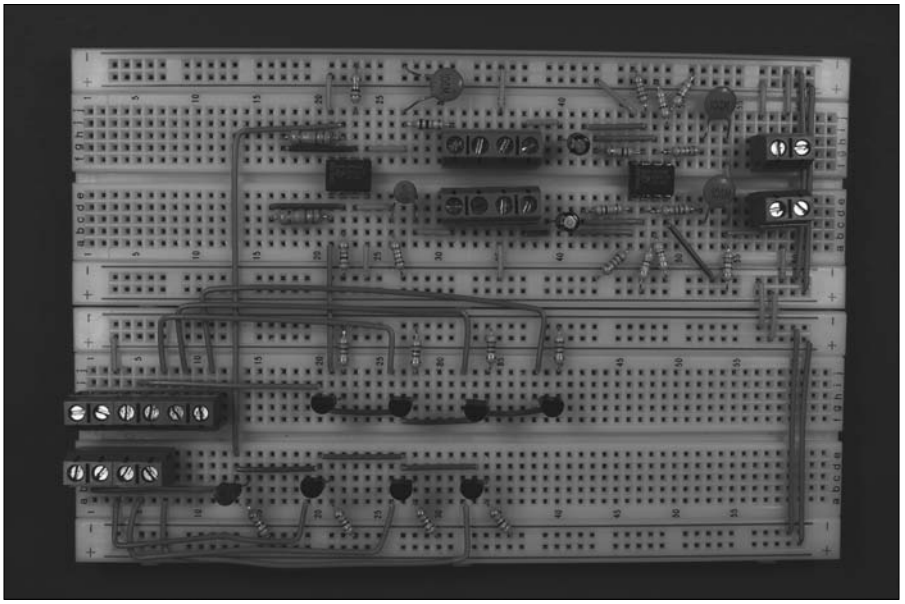

Figure 1-2: Here's what the breadboard for Dance to the Music in Chapter 5 looks like.
- How to read an electronic circuit and build it on a breadboard like the one shown in Figure 1-2